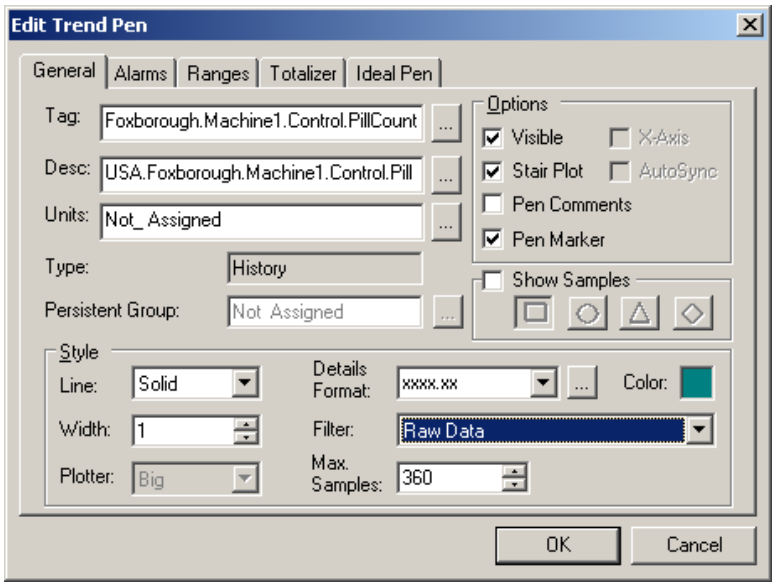

Figure L11.6 - Configuring the Pen Details
8. Change the Filter to "Raw Data" to request only actual samples from the TrendWorX32 Logger, as depicted in Figure L11.6.